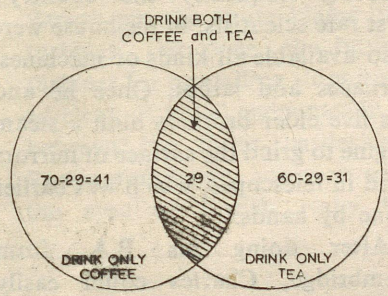

Fig. 2
1. The problem can be easily solved using a Venn diagram (see Fig. 2). Fill in the diagram as shown. Then you will see that there are 70–29 or 41 who drink coffee only and 60-29 or 31 who drink tea only. Thus the total should be 41 + 31 + 29 or 101, but Edward interviewed only 100 ministers.